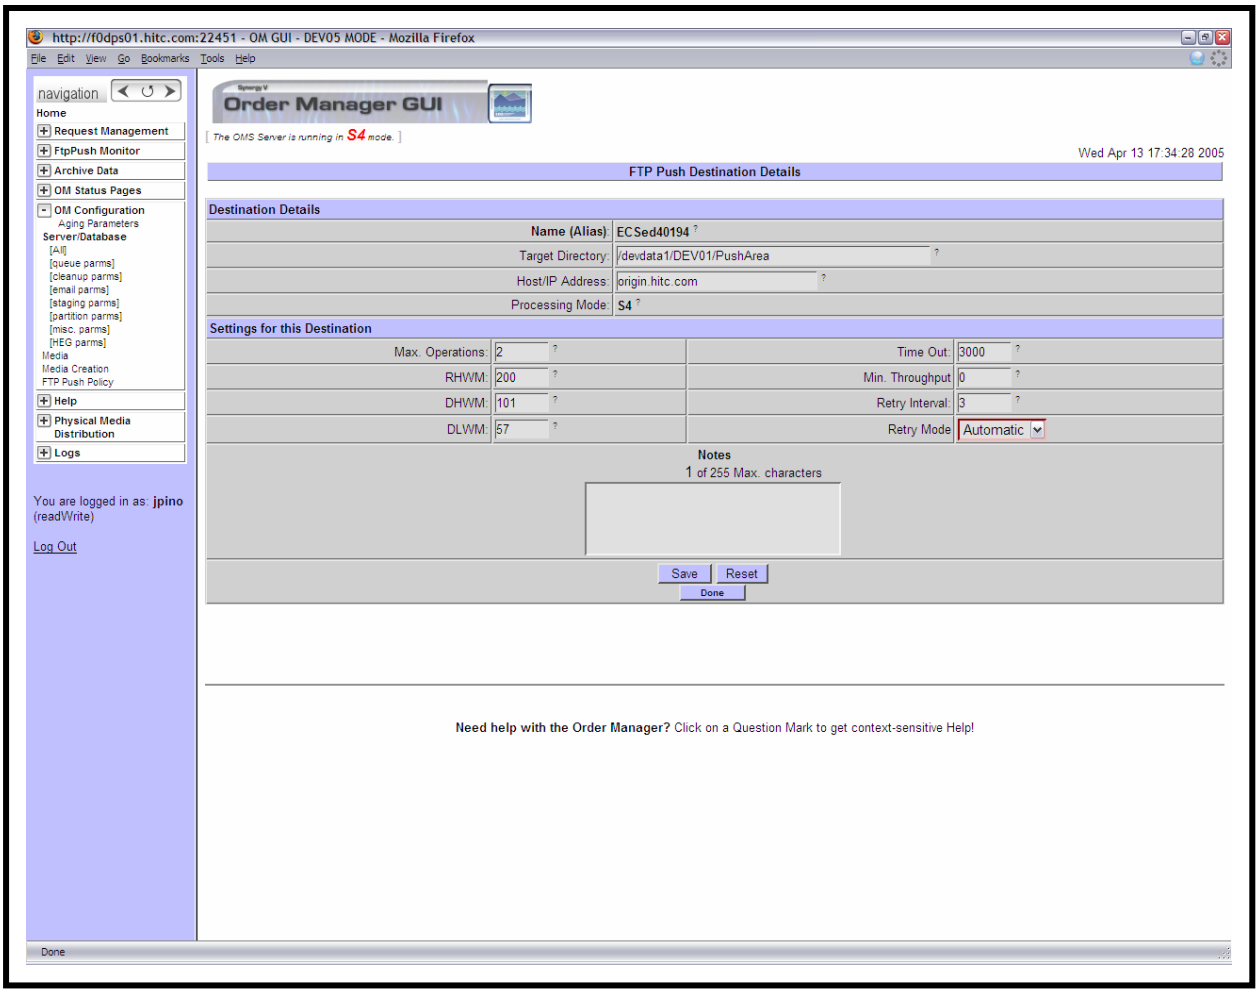

Figure 62. FTP Push Destination Details Page
- The **FTP Push Destination Details** page (Figure 62) displays the following types of data concerning the destination in the **Destination Details** area:
- The **FTP Push Destination Details** page (Figure 62) displays the following types of data concerning the destination in the **Settings for this Destination** area: